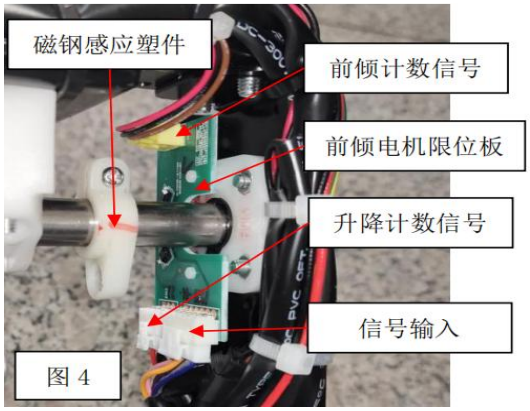

图 4
6.3.1Check if the connector between the massage roller board and forward motor limit board has come loose, and if the terminals have come loose. Pull out the signal input wire on the limit board of the forward motor in Figure 4, and measure the on/off status of the massage roller boards 5, 10, and 11 (red, brown, orange, yellow, blue, and black) corresponding to red, brown, orange, yellow, blue, and black. If they do not work, replace the forward signal harness.
6.3.2 If both are connected, make the massage machine work in the up and down states. Use a multimeter DC voltage range to measure whether there is a DC5V voltage on the red and black wires of the signal input in Figure 4. If not, the massage machine roller board is damaged. If
part" in Figure 4 has changed. The solution is as follows: 1. As shown in Figure 6, ensure that the gear is fully meshed with the second tooth of the rack. If it is not fully engaged, adjust the forward tilt motor shaft until it is engaged. Align the plastic magnet with the lower Hall element and fix it